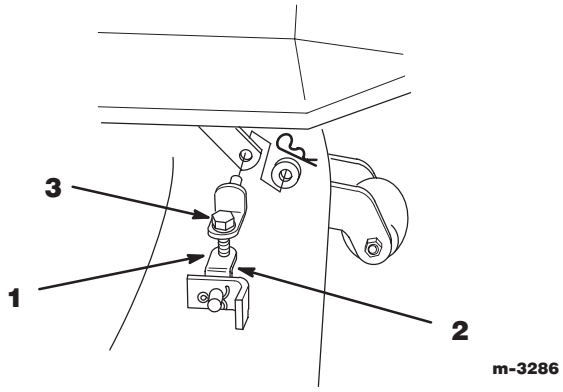

Abbildung 16
6. Zur Einstellung des Schnittmesserniveaus in Längsrichtung die Gegenmuttern an den vorderen Justiergelenken lösen (Abb. 16).
7. Die Schraube an den vorderen Justiergelenken drehen, um das Schnittmesserniveau in Längsrichtung zu verändern (Abb. 16).